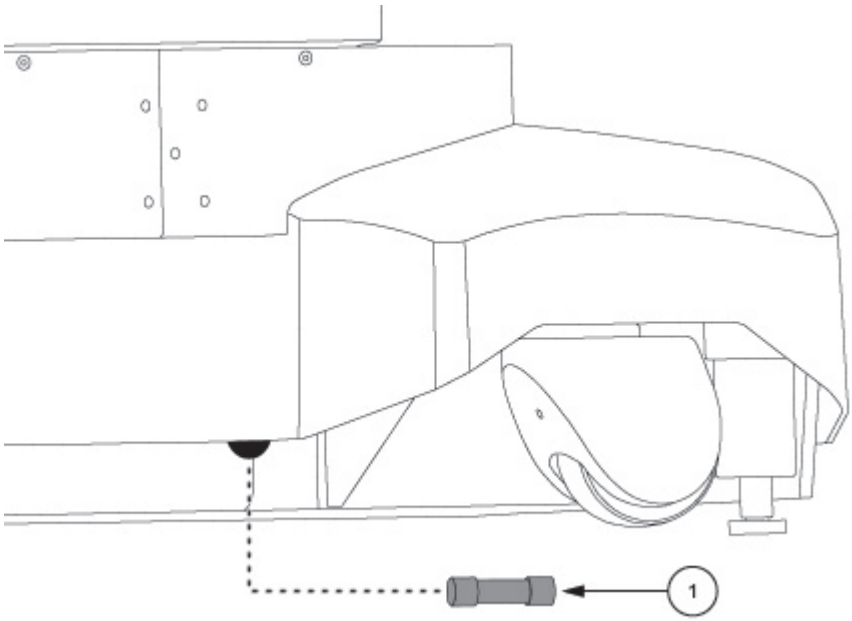

Figure 7-1. Installer le fusible de la batterie
2. Insérer le fusible (1) et le porte-fusible dans le boîtier du fusible. Voir *Figure 7-1*.